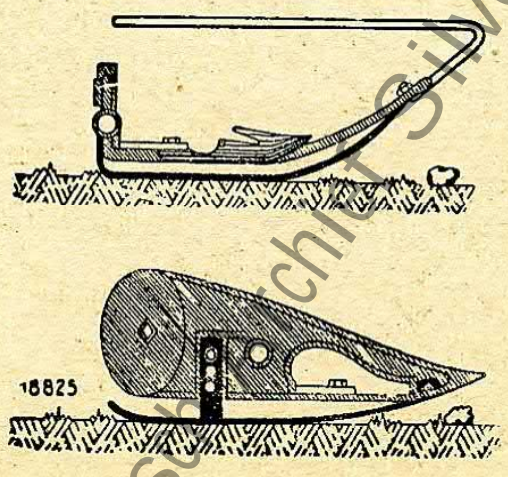

Bild 28
8. **Verstellen der Schnitthöhe.** Beim Mähen auf steinigem oder stark unebenem Boden muß der Schneidapparat, um Beschädigungen der Messer zu vermeiden, hochgestellt werden. Zu diesem Zweck sind am inneren und äußeren Schuh Schleifen verstellbar angebracht. Die Verstellung geschieht, indem man nach Lösen der Sechskantmutter die Schleife abzieht und in einem entsprechend höher gelegenen Loch wieder befestigt. Beide Schleifen müssen jedoch immer gleichhoch eingestellt sein (Bild 28).